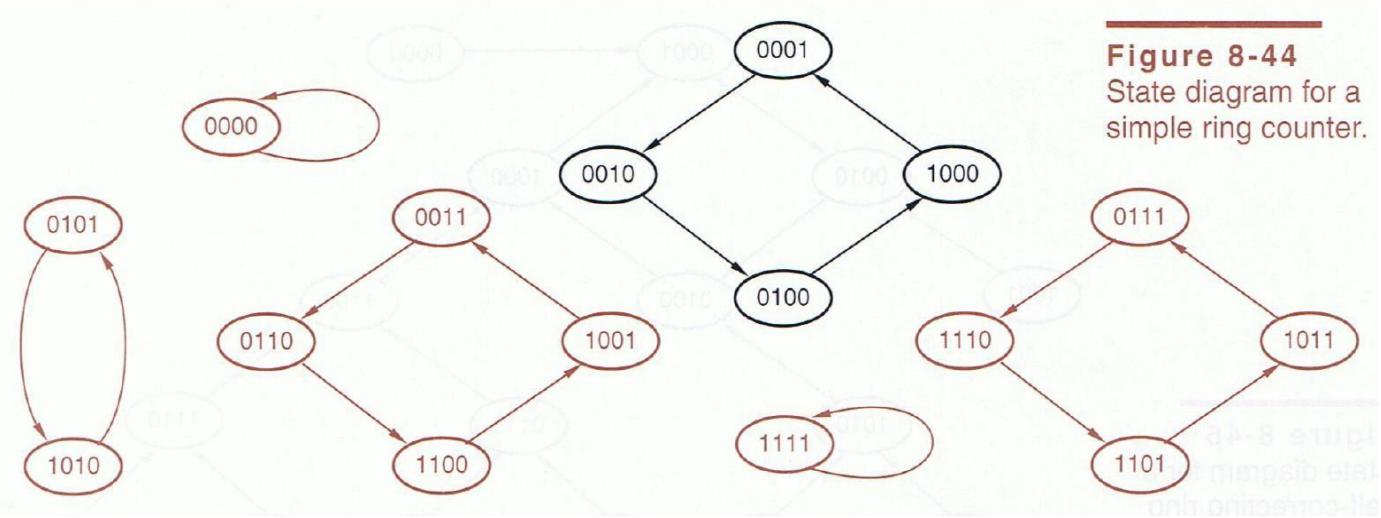

Figure 8-44
- As shown in Figure 8-44, there are 12 states that are not part of the normal counting cycle. If the counter somehow gets off the normal cycle, it stays off it.